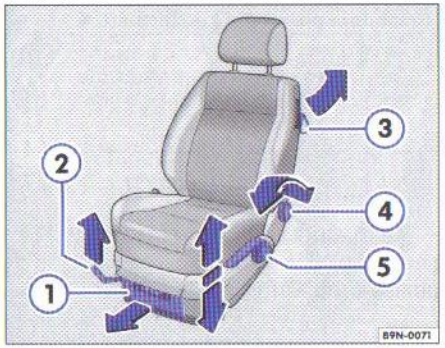

Fig. 34 Elementele de comandă pentru scaunul stânga față
Elementele de comandă din ⇒ fig. 34 sunt dispuse în aceeași ordine și la scaunul din dreapta.
① Sertar* / Schimbător de CD-uri*
– Acționați mânerul ⇒ fig. 34 (săgeata) și trageți sertarul afară.
② Reglarea scaunului pe direcție longitudinală
– Eliberați maneta ① și deplasați scaunul mai departe, până când se blochează.
③ Plierea și rabatarea spătarelor scaunelor* (pentru autovehicule cu două uși, fără funcția Easy-Entry)
– Pentru **plierea** spătarului trageți maneta ⇒ fig. 34 (săgeata) în sus și pliați spătarul în față.
③ Plierea și rabatarea spătarelor scaunelor* (pentru autovehicule cu două uși, cu funcția Easy-Entry)
– Pentru **plierea** spătarului trageți maneta ⇒ fig. 34 (săgeata) în sus și pliați spătarul în față. Simultan puteți deplasa scaunul în față, pentru a ușura accesul în partea din spate a autovehiculului.
④ Reglarea înclinării spătarului
⑤ Reglarea scaunului în înălțime*